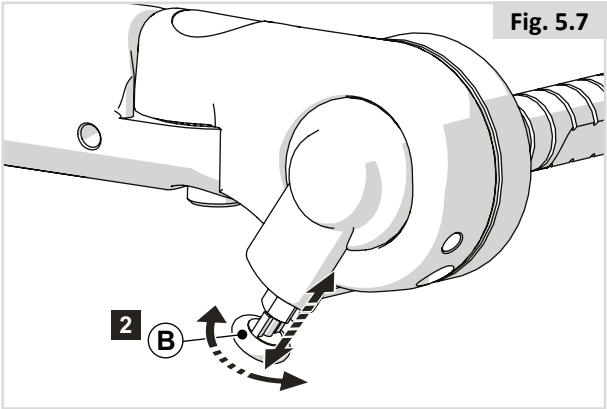

Fig. 5.7
Accoudoir relevable multi-réglable (Fig. 5.7)
2. Bloquez l'accoudoir relevable en tournant le bouton de verrouillage (B) vers l'intérieur. (Fig. 5.7)